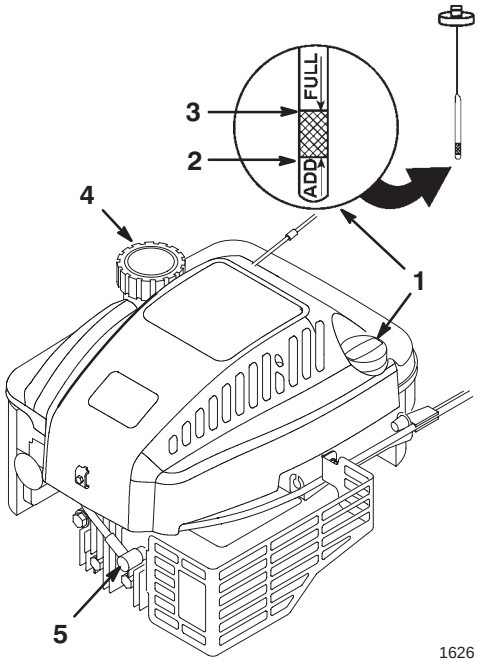

Bild 7
Stellen Sie vor jedem Einsatz sicher, dass der Ölstand zwischen den Marken Add [Nachfüllen] und Full [Voll] am Peilstab steht (Bild 7).
2. Reinigen Sie den Bereich um den Peilstab (Bild 7).
6. Lesen Sie den Ölstand am Peilstab ab (Bild 7).
1. Reinigen Sie den Bereich um den Kraftstofftankdeckel (Bild 7).
1. Schließen Sie das Zündkabel wieder an die Zündkerze an (Bild 7).